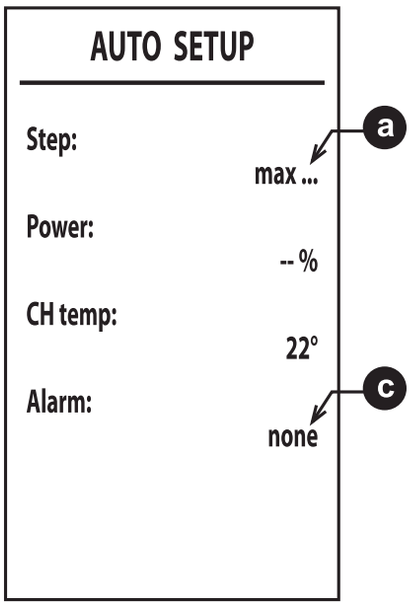

Рис. 39
6. После розжига горелка устанавливается на различные мощности (max, med, min – макс., средн., мин.), показываемые в точке a (рис. 39).
8. Если последовательность розжига, описанная в пункте **«6»**, не дала положительных результатов, появляется сообщение **max_err** в точке a и код ошибки в точке c (рис. 39).